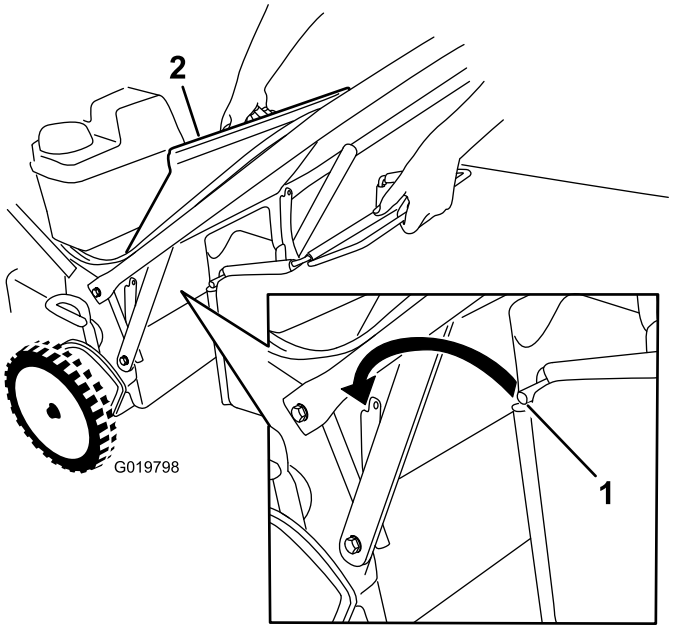

Figura 19
1. Levante y sujete el deflector trasero (Figura 19).
3. Instale la varilla de la bolsa en las muescas de la base del manillar, y mueva la bolsa hacia adelante y hacía atrás para verificar que la varilla está asentada en el fondo de cada muesca; consulte Figura 19.